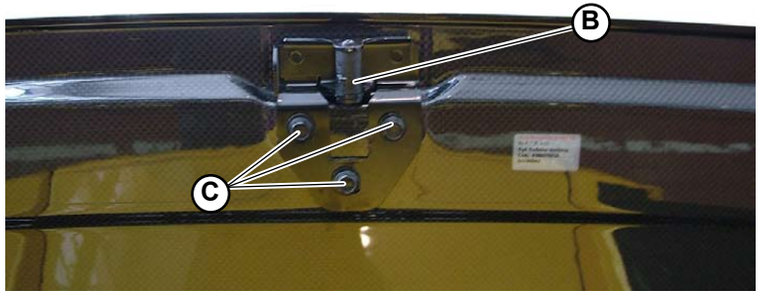

Fig.3
- Check the position of the bonnet catch (**D-Fig.3**). Act on the three screws (**E-Fig.3**) to centre the catch with the housing it hooks in to.